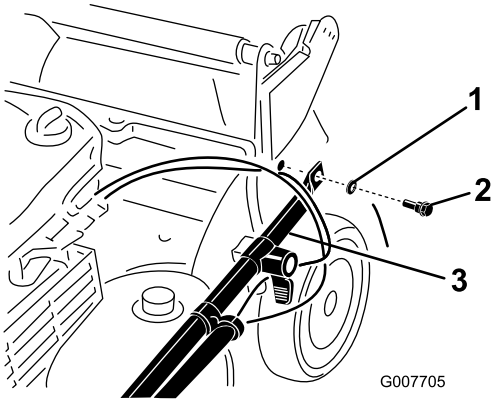

Figura 3
2. Collegate le estremità della stegola al sottoscocca utilizzando 2 rondelle e 2 bulloni di fissaggio (Figura 3), **ma non serrate i bulloni di fissaggio.**